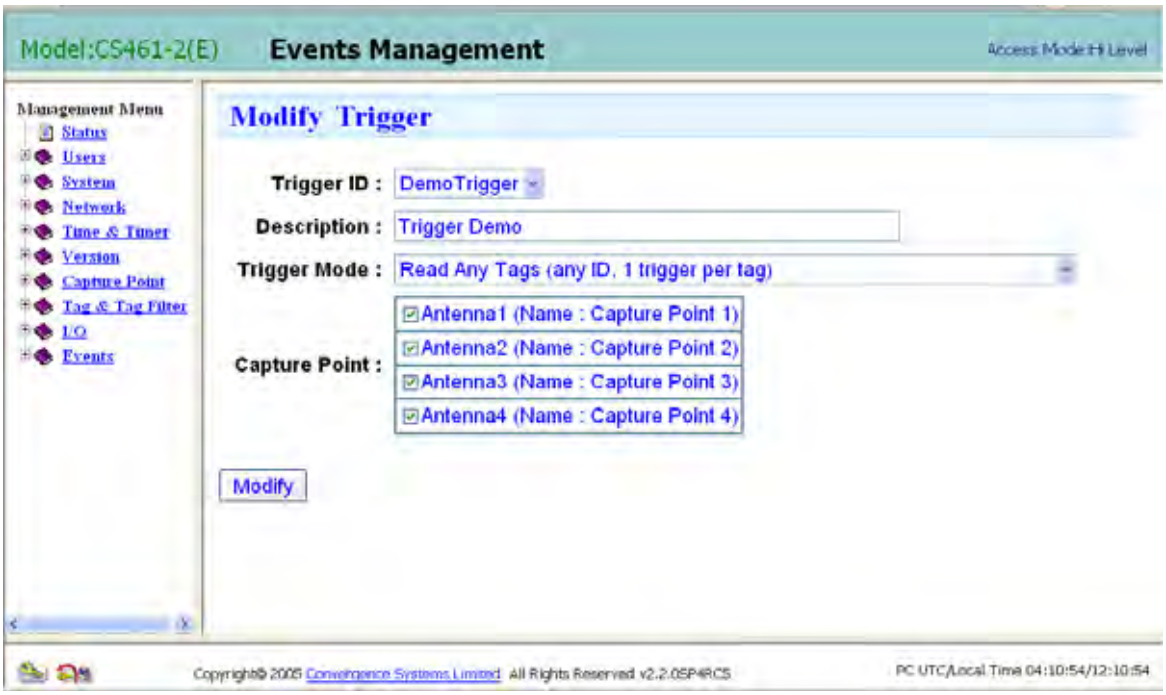

Figure 3-6 Modify Trigger
- Please open page “Modify Trigger” as shown in Figure 3-6. You can reach the page by clicking “Events -> Trigger -> Modify Trigger”